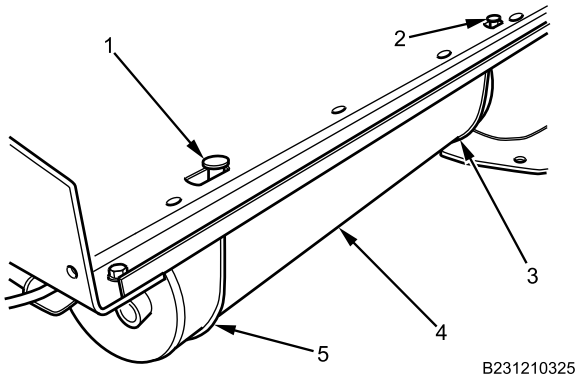

Figure 7. Supply and Secondary Tank Mounting.
18. Remove plate assemblies (Figure 7, Item 1 and 2) from end of air tank mounting cables (Figure 7, Item 3 and 5) on battery tray.
19. Support supply/secondary air tank (Figure 7, Item 4) with suitable transmission jack.